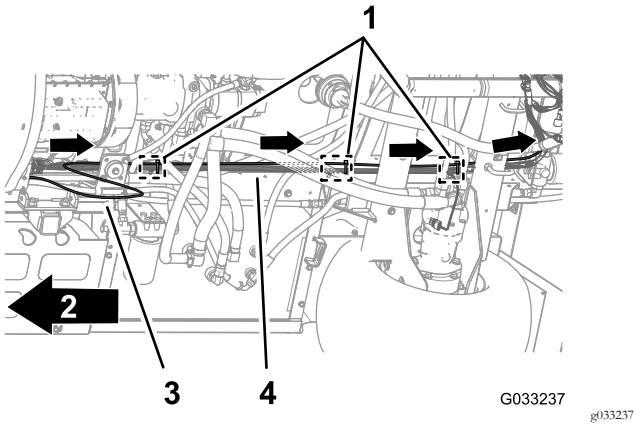

Figuur 111
1. Leid de druksensorbuis voor de meter op het dashboard langs de achterste kabelboom van de machine (Figuur 111).
2. Zet de druksensorbuis vast op de achterste kabelboom met 3 kabelbinders, naast de 3 druknagels bij de ankerpunten van de achterste kabelboom op het chassis (Figuur 111).